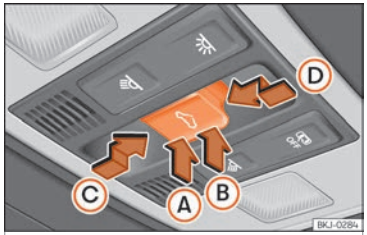

Fig. 93 On the interior roof lining: sunroof button.
The button ››› Fig. 93 has two levels. The first level switches the sunroof to the tilted position, opening or closing it fully or partially.
- Within approximately 5 seconds of having activated the roll-back function, press the ⌓ ››› Fig. 93 button to the second level in the direction of arrow ››› Fig. 93 Ⓓ until the sunroof closes completely.